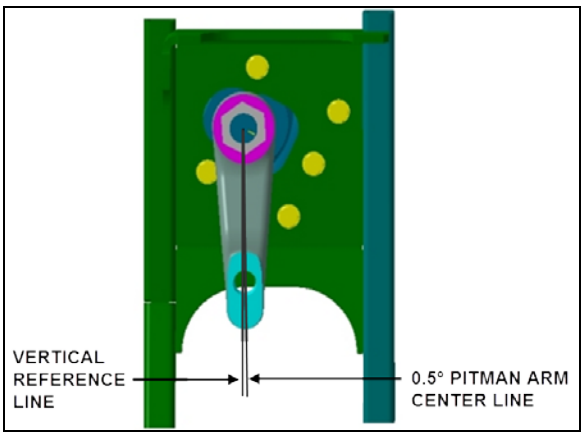

**FIGURE 23: IFS PITMAN ARM ALIGNMENT** 14056
4. Check that the angular relationship of the pitman arm to the steering gear is as shown in Figure 23.